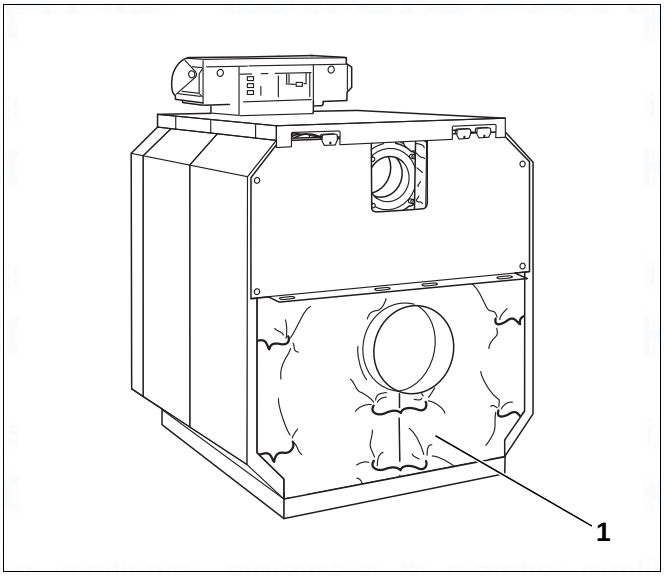

Fig. 76 Pull rear section lagging together
- Fold the rear section lagging down and pull together under the flue outlet using the tensioning spring (Fig. 76, [1]).